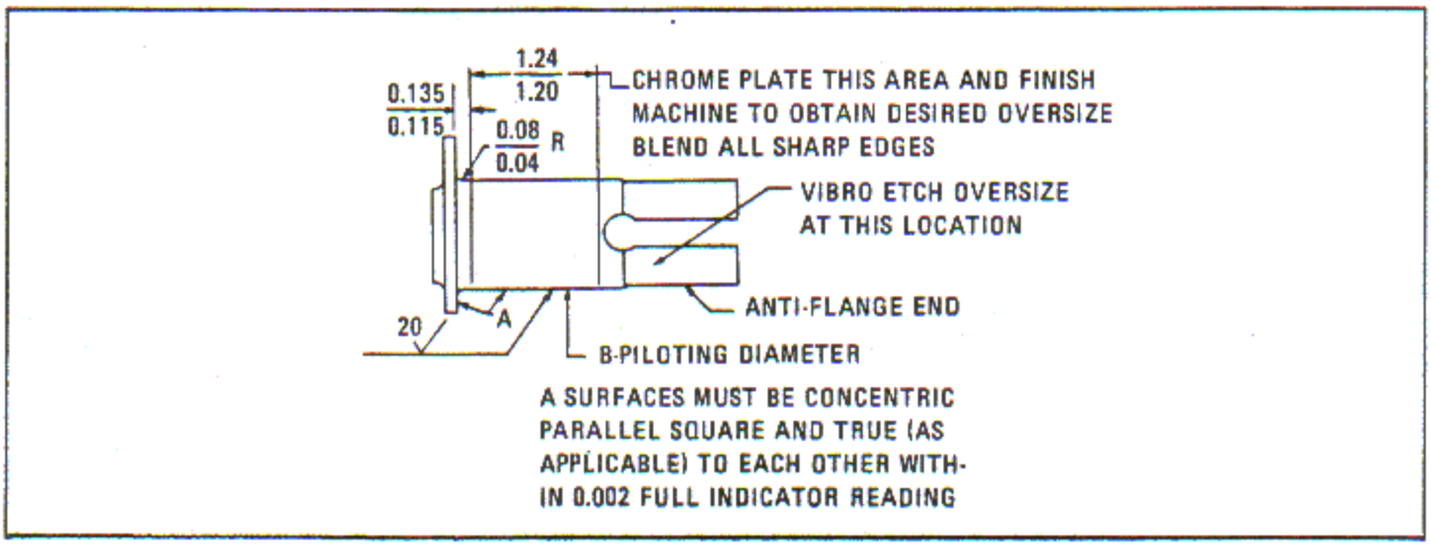

Figure 6-40. Valve Tappet Guide Chromium Plated Areas
e. The newly ground diameter B shall be square to the shoulder within 0.002 inch full indicator reading. Finish of ground surface is to be 20 microinches rms or better. See figure 6-40.